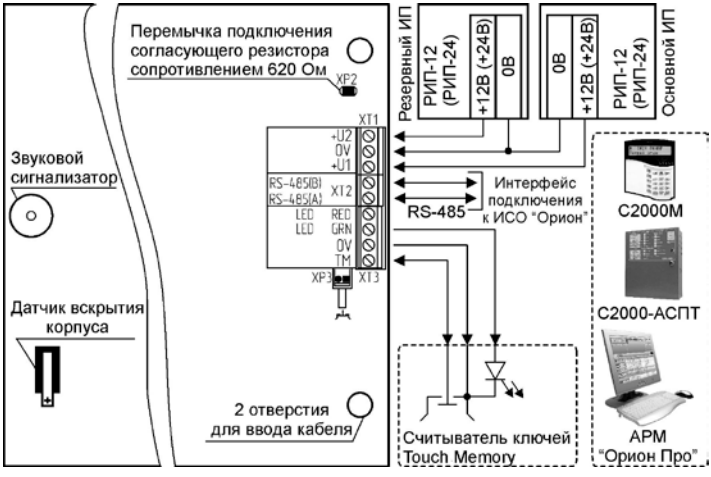

Рисунок 3. Схема внешних соединений блока «С2000-ПТ»
2.2.1 Подсоедините кабели к клеммам в соответствии с рис. 3.
2.2.5 Если блок не является последним в линии интерфейса RS-485, удалите перемычку, расположенную на плате блока (рис. 3).